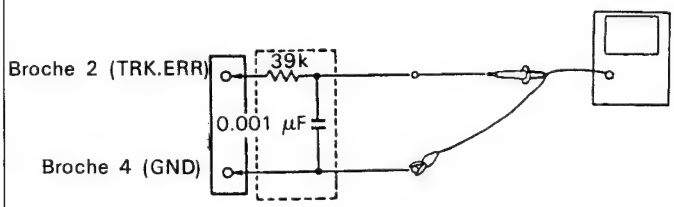

Fig. 10-10
- Installer le disque d'essai, amener le capteur à la périphérie extérieure de sorte que l'orifice d'ajustement de grille de capteur soit visible de la surface de la cavité du disque ou par l'orifice du servomécanisme (voir Fig. 10-10).
- Observer la forme d'onde de TP1 broche 2 TRK.ERR (erreur d'alignement) sur un oscilloscope, en insérant un filtre passe-bas de 4 kHz (voir Fig. 10-10).